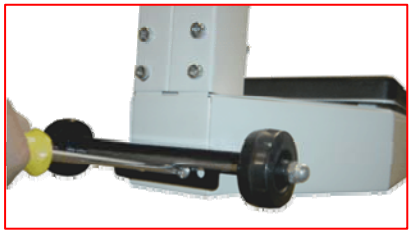

figura 4
4. Monte las ruedas según indica la fotografía *(figura 4)*.